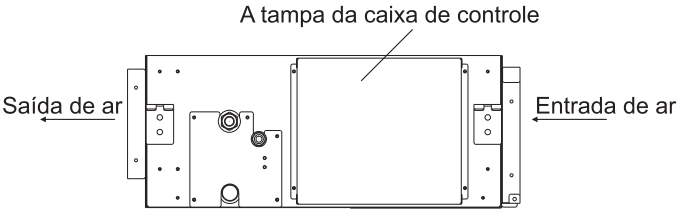

Fig.6.1 Remove the screws on the control box
- Ao apertar a fiação, use o material de aperto incluído como mostrado na FIG.6.1 para evitar que a pressão externa seja exercida nas conexões de fiação e aperte-a firmemente.
(1) Conforme mostrado na Fig. 6.1, remova os parafusos na caixa de controle.
(2) Conecte o cabo de alimentação e o fio de terra ao terminal principal.
(3) O fio de controle remoto para a caixa de terminais subsidiária.
(4) Conecte a fonte de alimentação das unidades interna e externa ao terminal principal.
(5) Amarre o fio na caixa de controle com o grampo firmemente.
(6) Depois de terminar a fiação, sele o furo de fiação com o material de vedação (com a tampa) para evitar a entrada de água condensada e insetos.